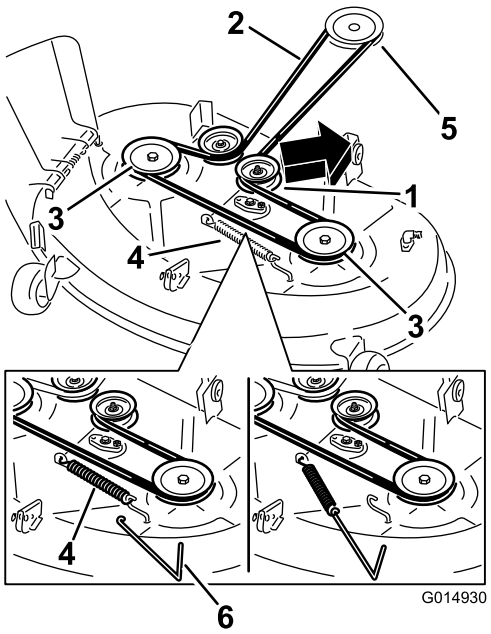

Figuur 60
4. Gebruik een veerverwijderaar (Toro onderdeelnummer 92-5771), verwijder de spanpoelieveer van de maaidekhaak om de spanning op de spanpoelie te verwijderen en rol de riem van de poelies (Figuur 60).
5. Leg de nieuwe riem rond de motorpoelie en de poelies van het maaidek (Figuur 60).
6. Gebruik een veerverwijderaar (Toro onderdeelnummer 92-5771) en plaats de spanpoelieveer terug op de maaidekhaak om spanning op de spanpoelie en riem te zetten (Figuur 60).